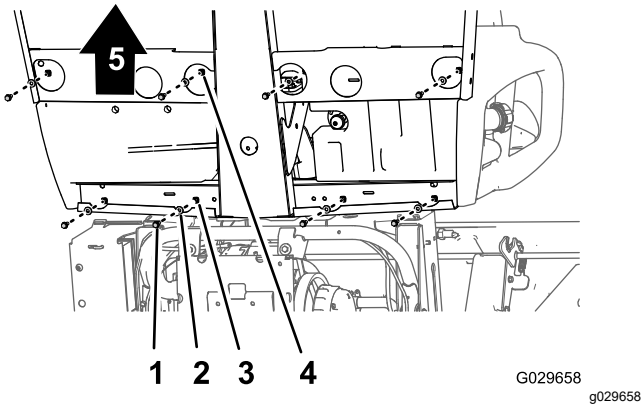
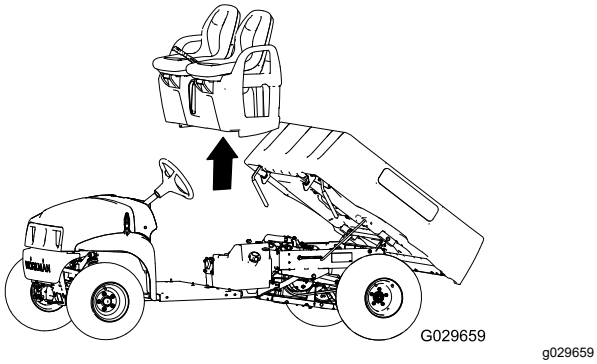

Figur 47
Figur 48
1. Fjern de otte flangehovedbolte og otte spændeskiver i bunden af maskinen, der fastgør sædesoklen til gulvpladen og kanalen i førerhusets bagende (Figur 47).
2. Løft forsigtigt sæderne, sædesoklen og parkeringsbremsens kabler af maskinen (Figur 47).
1. Løft sæderne og sædesoklen på maskinen og juster bremsekablerne i forhold til chassiset (Figur 47 og Figur 48).
2. Ret hullerne i sædesoklen ind efter hullerne i gulvpladen og kanalen i førerhusets bagende (Figur 48 og Figur 47).